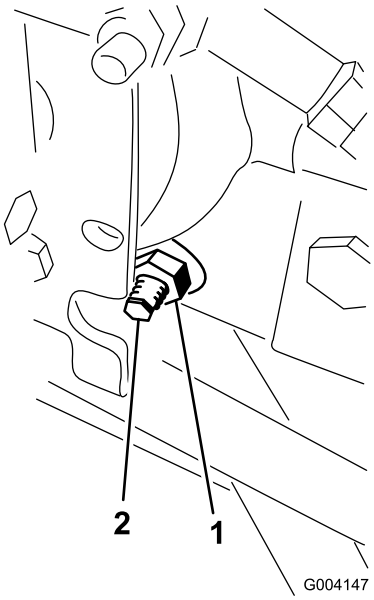

Figur 60
3. Løsn låsemøtrikken på traktionsjusteringsknasten til højre for hydrostaten (Figur 60).